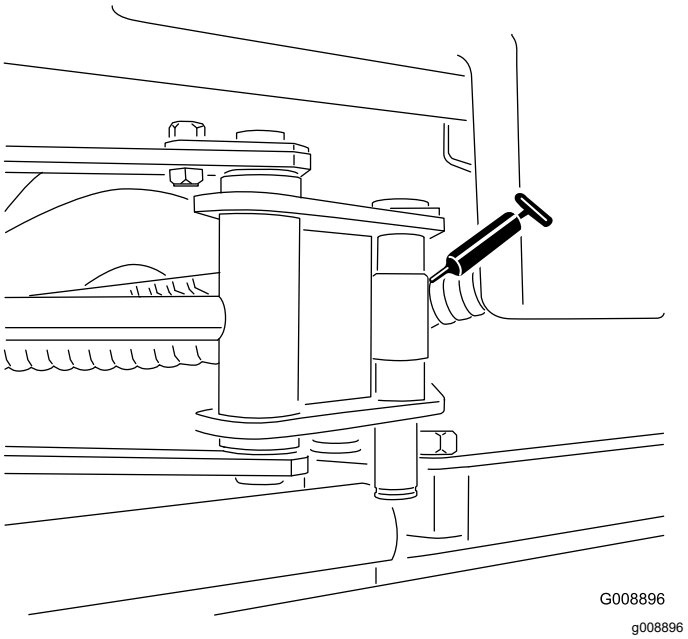

Figuur 47
- Uiteinden van cilinder van Sidewinder (2; uitsluitend model 03171) (Figuur 47)